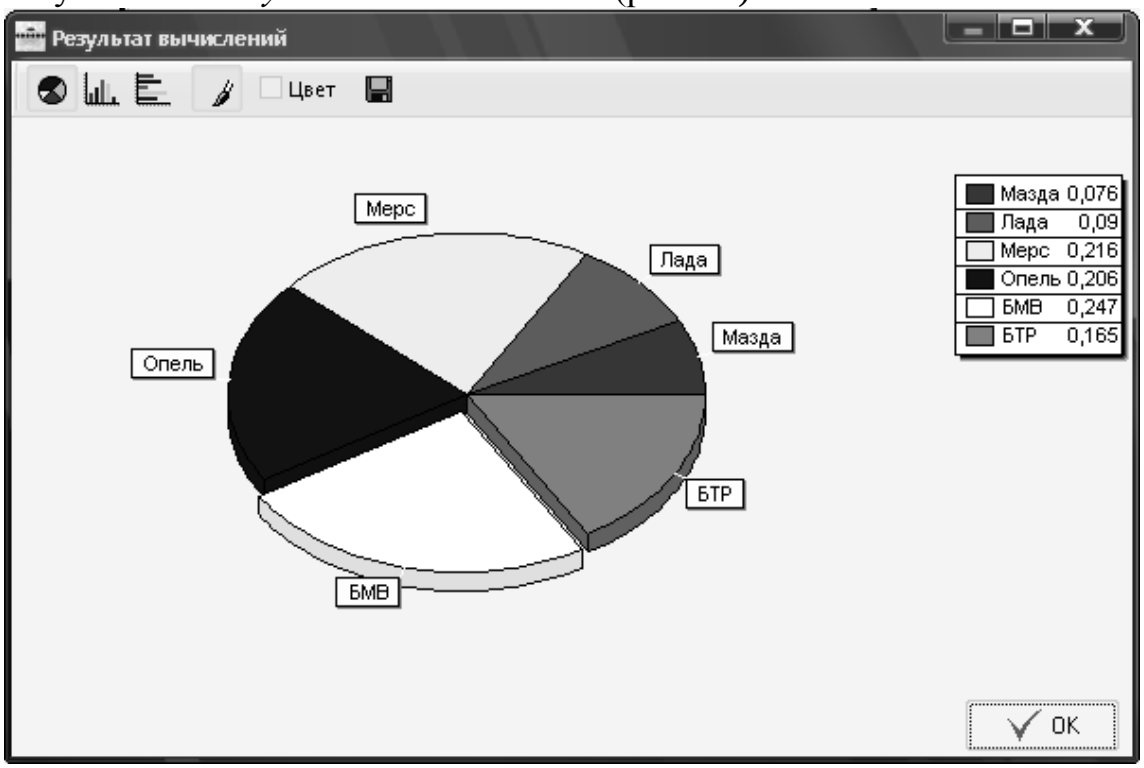

Рис. 20. Окно «Результат Вычислений»
5. Далее отображается диаграмма результатов, нажав на клавишу в окне *«Результат Вычислений»* (рис. 20):